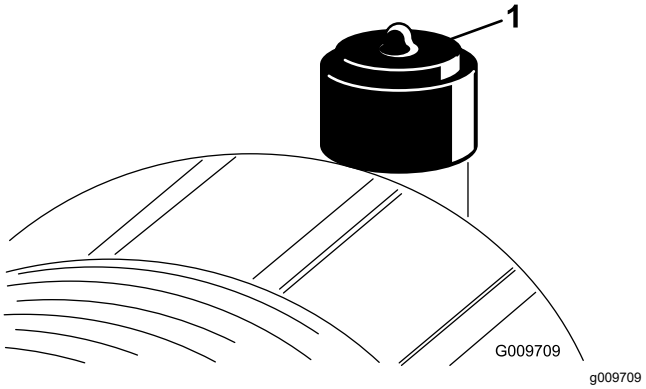

**Figuur 87**
Geef het luchtfilter uitsluitend een onderhoudsbeurt als de onderhoudsindicator (Figuur 87) dit aangeeft. Als u het luchtfilter vervangt voordat dit nodig is, wordt alleen maar de kans vergroot dat er vuil in de motor komt als u het filter verwijdert.
2. Stel de indicator (Figuur 87) opnieuw in als deze rood is.